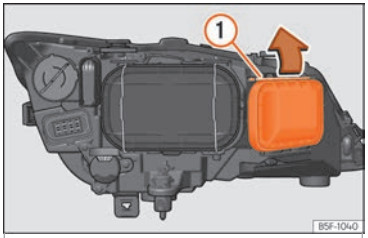

Fig. 111 Main beam headlight bulb.
– Move the loop ››› **Fig. 111** ① in the direction of the arrow and remove the cover.